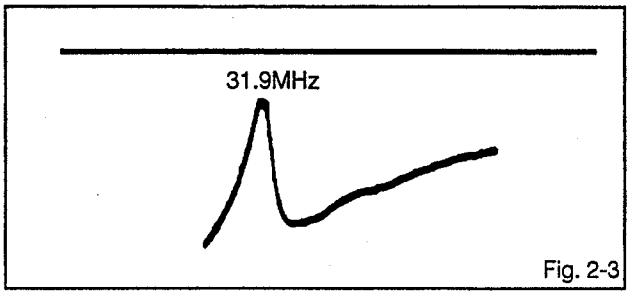

Fig. 2-3
2. Adjust the **L6003** until the waveform marker (31.9MHz) becomes peak. **(Refer to Fig. 2-3)**